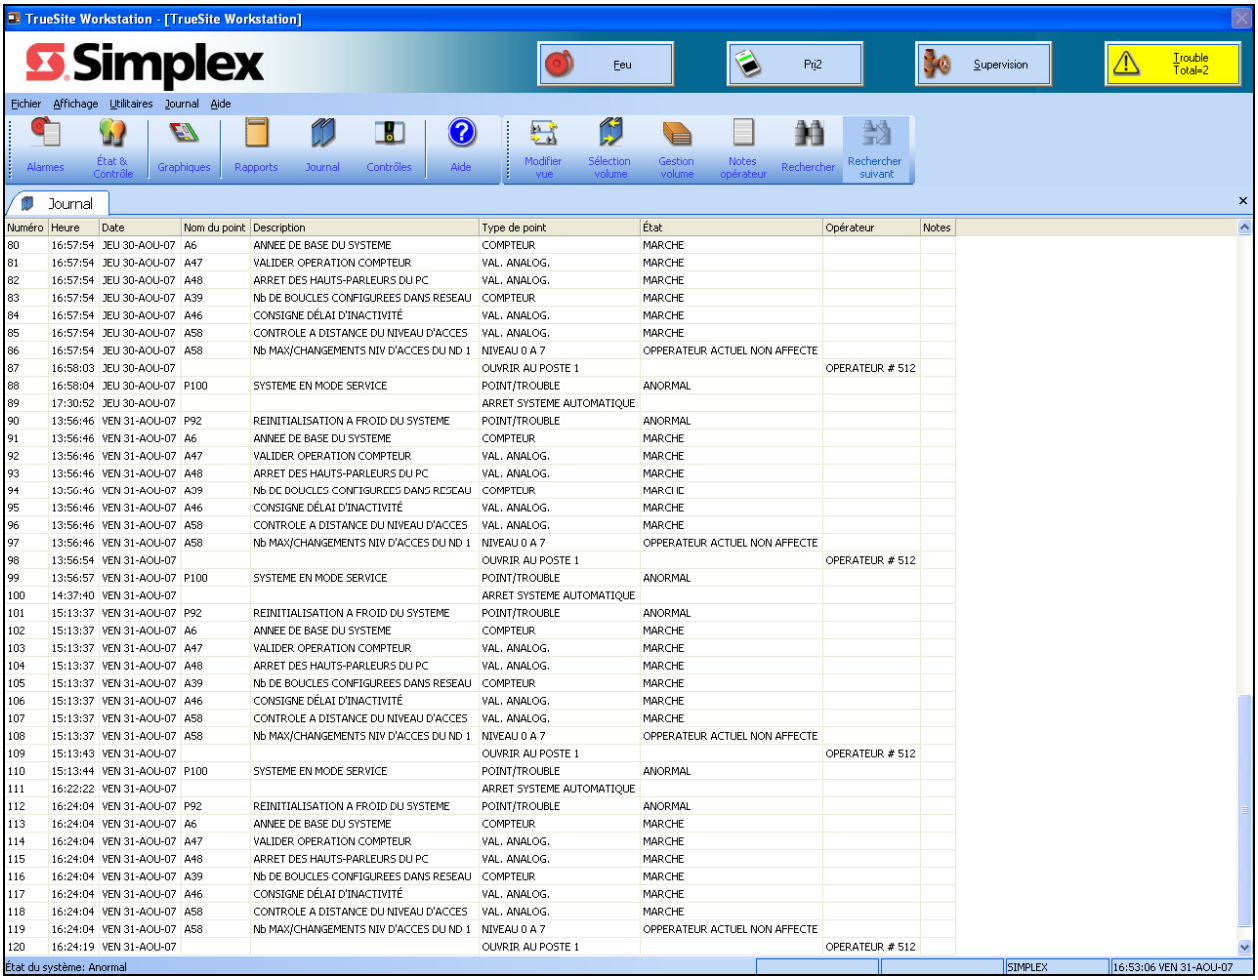
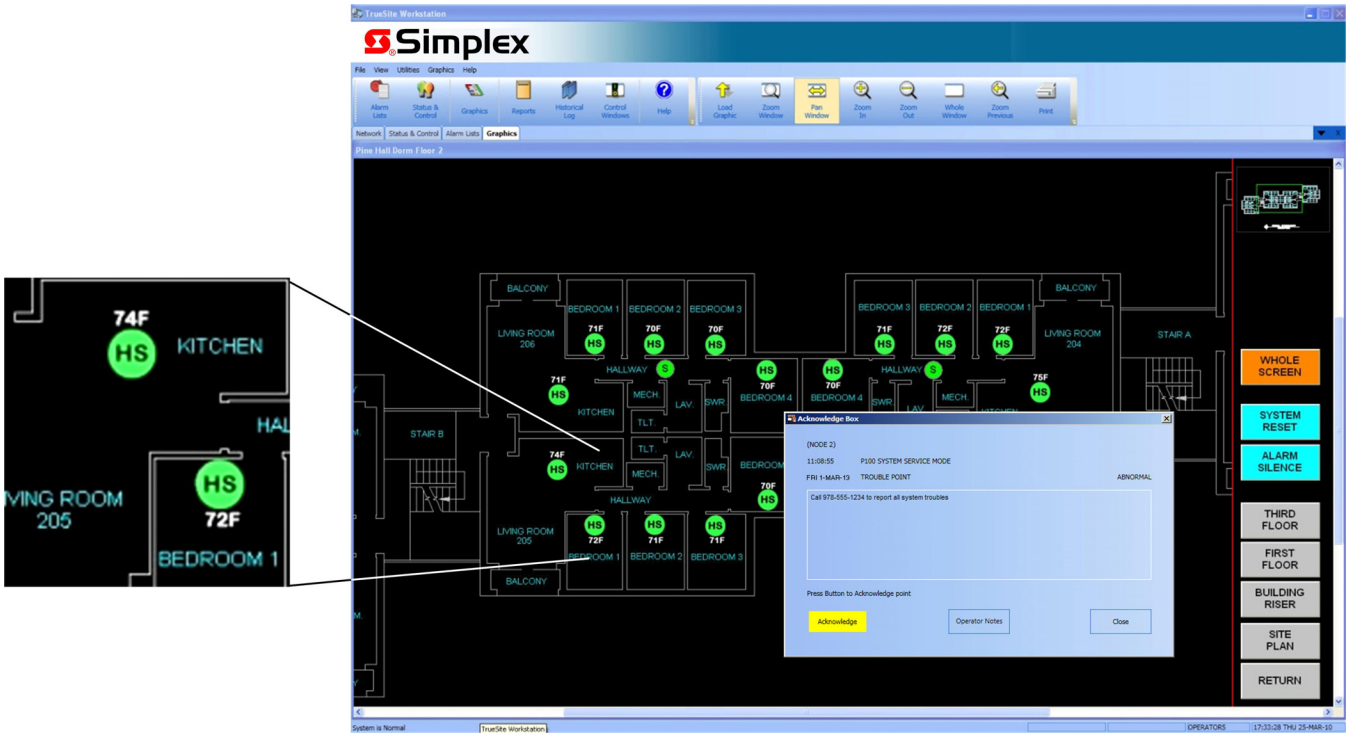

**Figure 1. Exemple d'écran de journal historique d'un poste de travail TrueSite**
Figure 2. **Exemple d'écran graphique du poste de travail TrueSite avec agrandissement et boîte d'accusé de réception**
**Fonctionnement.** Lorsque l'état du réseau d'alarme incendie change, l'écran affiche le type et l'emplacement de l'alarme (ou autre activité) et les boutons appropriés apparaissent sur la bannière. Dans l'exemple de journal historique montré ci-dessous en Figure 1, les boutons Feu, Priorité 2, Supervision et Trouble sont montrés.
**Exemple d'écran.** La Figure 1 (ci-dessous) est un exemple des détails contenus sur un écran affichant le journal historique. La Figure 2 (à la page 4) est un exemple d'un écran de système graphique avec des icônes représentant les dispositifs choisis. Les écrans choisis peuvent être configurés selon les préférences des systèmes. Toutefois, lorsque plusieurs moniteurs d'options sont utilisés, plusieurs fenêtres peuvent être visibles simultanément pour des raisons pratiques.
**Journal historique et détails de la liste.** La Figure 1 ci-dessous montre les détails d'un journal historique. Le format de l'affichage est similaire à celui de la liste des éléments actifs, comme la liste d'alarmes. L'information affichée peut être triée par catégorie (numéro, heure, date, nom du point, etc.). L'information peut être visualisée à l'écran, imprimée sur une imprimante locale ou à distance ou écrites dans un fichier électronique pour des raisons de compatibilité avec un programme de traitement de texte ou de base de données.
**Bannière personnalisée et fond de l'écran principal.** La bannière montrée avec le logo Simplex en Figure 1 peut être personnalisée (image bitmap de 2250 x 68 pixels). Le fond de l'écran principal (visible avant d'ouvrir la session) peut être personnalisé avec une image bitmap de jusqu'à 1000 x 525 pixels.